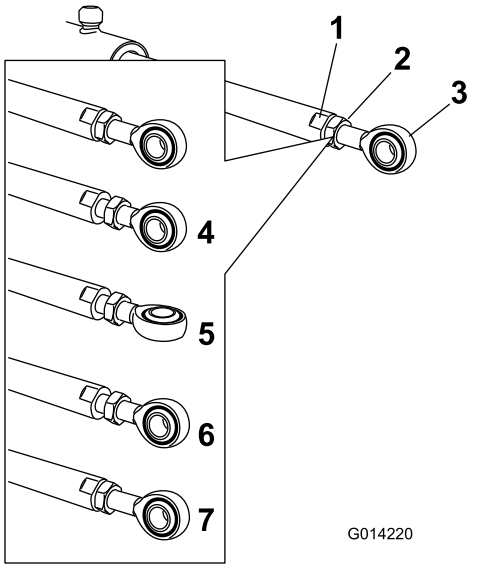

Figura 114
5. Segure a barra do acionador nas partes planas da barra utilizando uma chave inglesa, e depois desaperte a porca de retenção (Figura 114).
6. Rode a extremidade da barra na barra do acionador para diminuir ou aumentar o acionador estendido para a posição desejada (Figura 114).